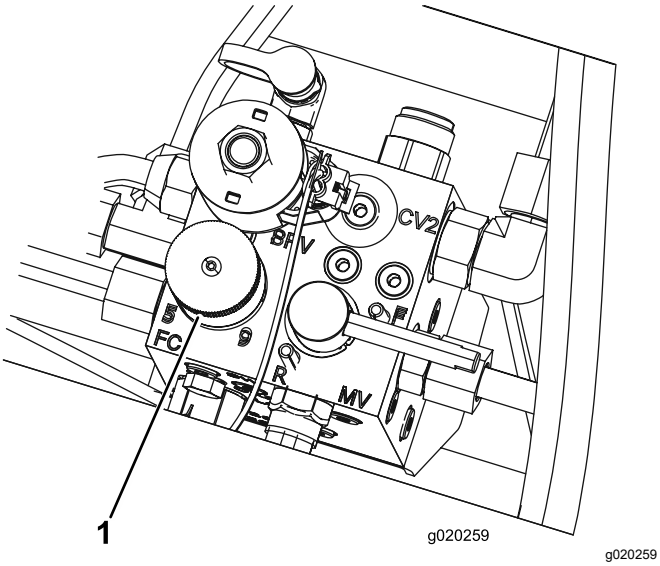

Figure 37
4. Pour régler la vitesse des cylindres, tournez le bouton (Figure 37) jusqu'à ce que la flèche soit en face du numéro correspondant au réglage voulu.